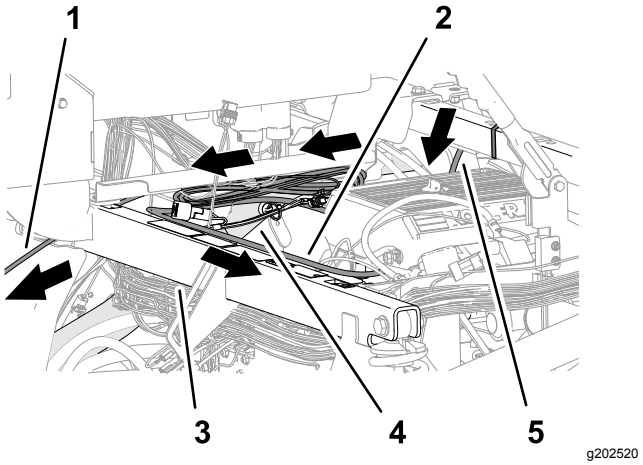

Figur 205
5. Før dataledningsnettet og batteriets ledningsnet hen over sædestøttens tværvange, og fastgør dataledningsnettets afgreningsledning på 390 cm til tværvangen med 2 kabelbånd (Figur 203 og Figur 205).
6. Før afgreningsledningen på 220 cm fra batteriets ledningsnet langs øverste højre rammerør (Figur 205).
7. Før afgreningsledningen på 220 cm fra batteriets ledningsnet hen over stødstøtterøret mod batteriet (Figur 205).
8. Før dataledningsnettets afgreningsledning på 220 cm (afgreningsledningen med stikket med 26 sokler) under kontrolkonsollen og fremad mod instrumentpanelet (Figur 205).